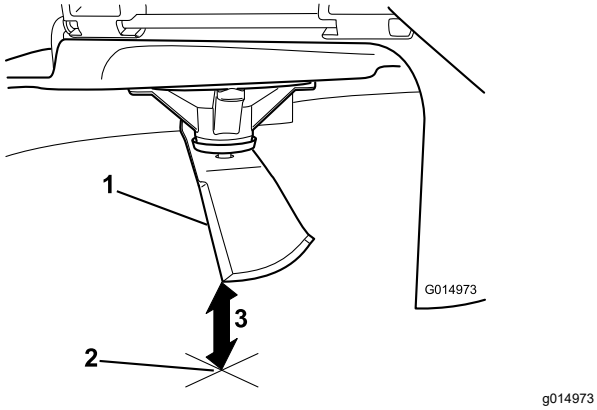

Figura 69
5. Meça da ponta da lâmina até à superfície plana (Figura 69).